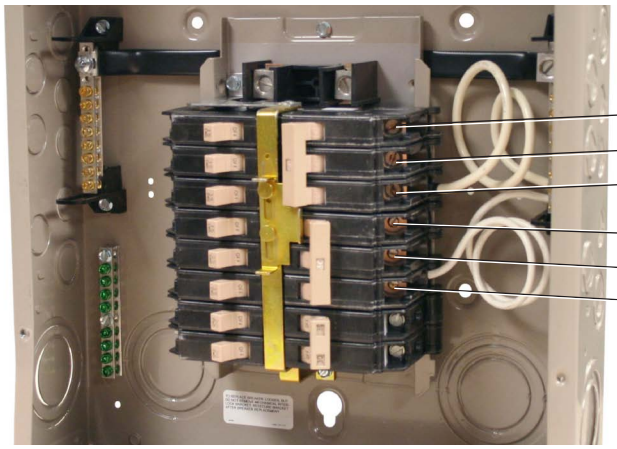

**Figure 2. Connection Locations for a Separately Derived System.**
a. Connect the two hot wires from the utility to the utility breaker poles #1 and #2. Connect the utility neutral to the utility breaker pole #3. See Figure 2 for clarification.
b. Connect the two hot wires from the generator to the generator breaker poles #1 and #2. Connect the generator neutral to the generator breaker pole #3. See Figure 2 for clarification.